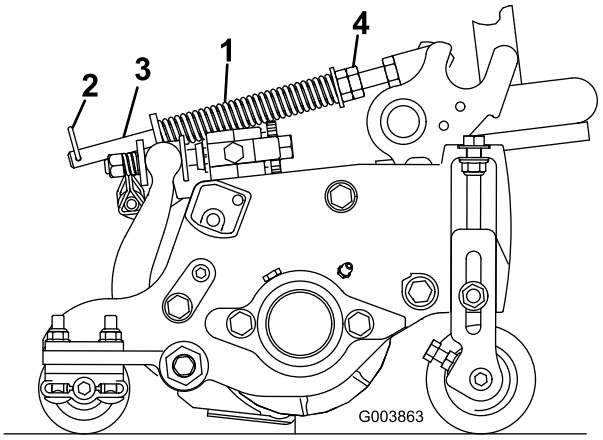

Figur 16
Gräsutjämningsfjädern (Figur 16) överför vikt från den främre till den bakre valsen. Detta hjälper till att minska förekomsten av det vågformade mönster i gräsmattan som kallas för ”ondulering” eller ”bobbing”.
1. Se till att hårnålssprinten sitter i det bakre hålet på fjäderstången (Figur 16).
2. Dra åt sexkantsmuttrarna på fjäderstångens främre ände till dess att fjäderns komprimerade längd är 12,7 cm på 5 tums-klippenheter, eller 15,9 cm på 7 tums-klippenheter (Figur 16).